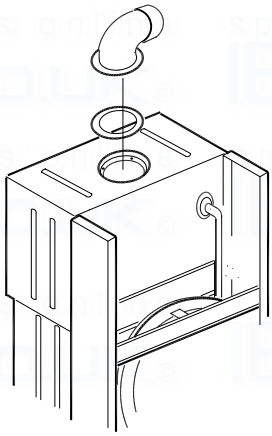

Fig. 17
5.5.2 Locate the rubber Ø 60 into the flue elbow header (fig 17).
5.7.2 Positioning the elbow towards the required direction (fig. 17).
5.7.3 Locate the Ø 60 into the elbow (fig. 17).